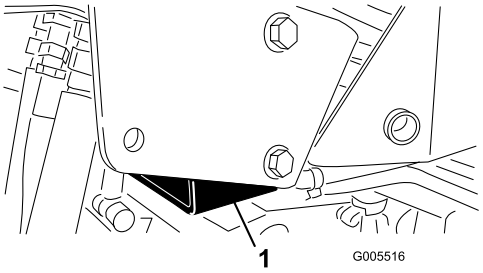

Figur 34
- Højre side – under styrtbøjlesystemets støttebeslag (Figur 34)